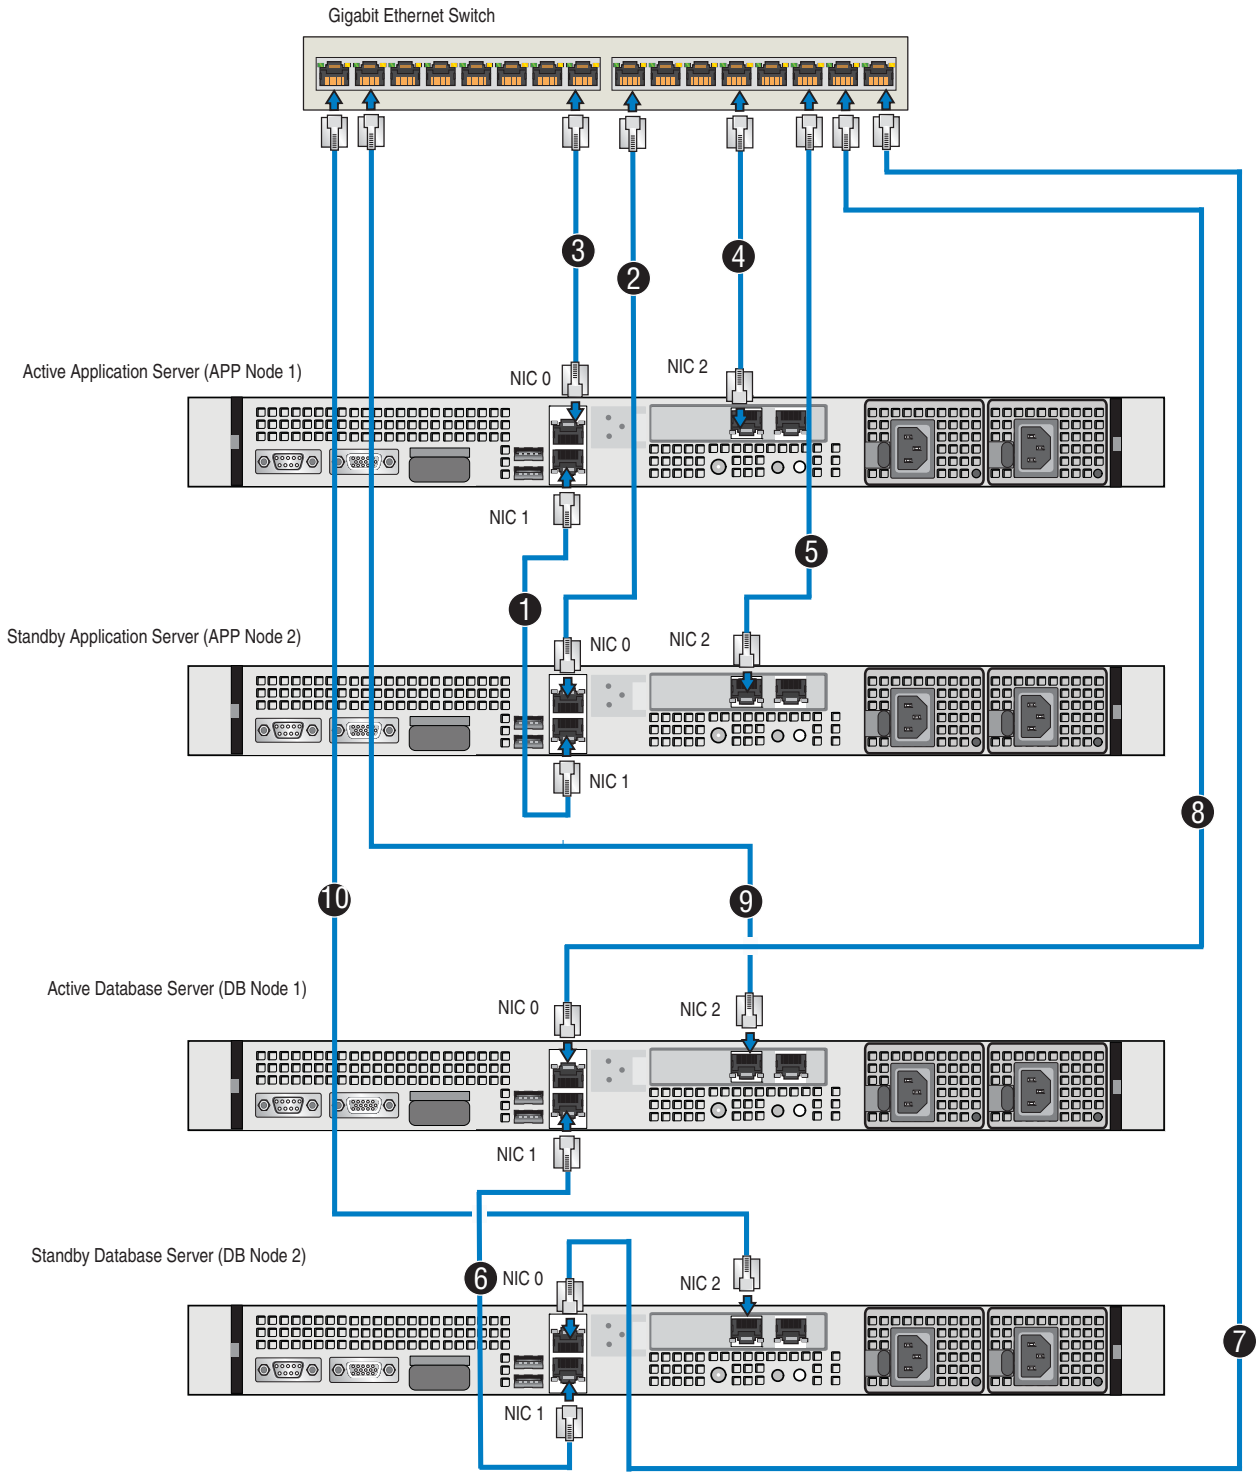

Figure 2–9: Media Application Server Cluster Configuration and Network Connections
Refer to *Figure 2–9* when completing these instructions.
2. Attach a monitor, keyboard, and mouse to the Media Application Server rear panel. (See *Figure 2–5*.)
After the appliance is powered up, as soon as you attach a monitor, the Login window displays. (See *Figure 2–6*.)
4. From the Fedora UI, open a Terminal session by clicking **Applications** > **System Tools** > **Terminal** (See *Figure 2–7.*)).